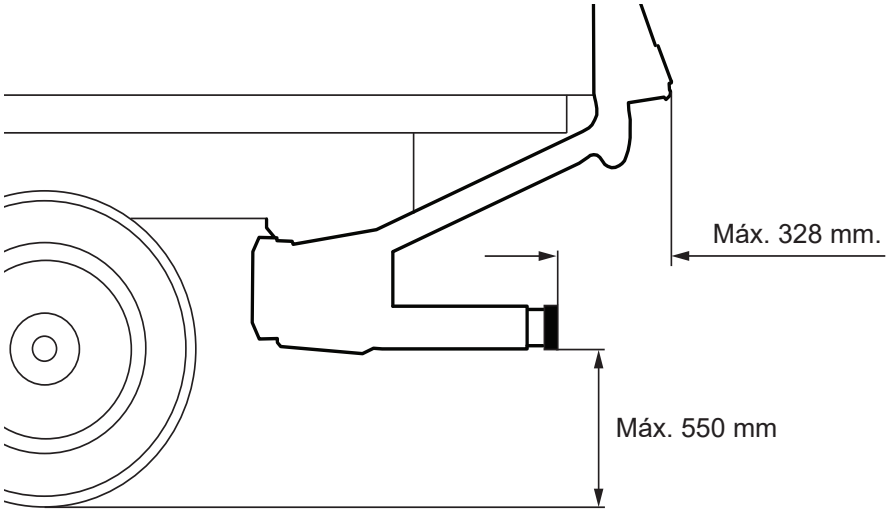

*Figura 8. Medidas reglamentarias*
- Distancia horizontal desde la parte más externa de la plataforma de elevación hasta la protección contra empotramientos: Máx. 328 mm. Véase Figura 8.